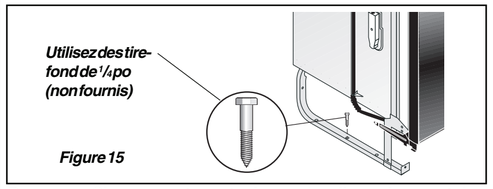

Figure 15
1. Vissez des tire-fond de 1/4 po, non fournis dans les trous prévus du rail du bâti. **Voir figure 15.**